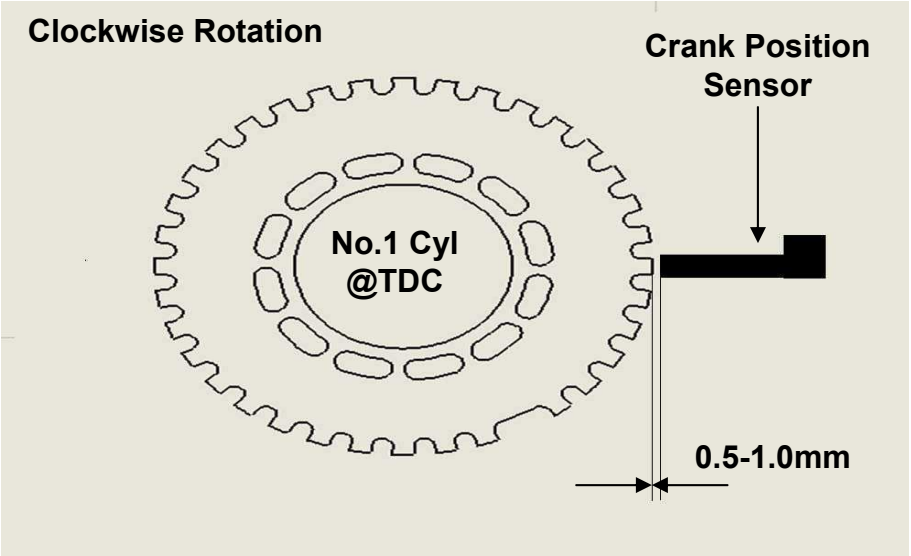

Fig. 3: TRIGGER WHEEL SETUP
6. Locate trigger wheel on central spigot on damper assembly ensuring the missing tooth is exactly 60 degrees or 6 teeth *after* the crank sensor centre point (clockwise rotation), Mark this position carefully with a scribe line and remove trigger wheel from damper. See fig. 3.
8. Double check dowel/ roll pin location and position of missing tooth on trigger wheel. Ensure the engine is still located at TDC on No1 cylinder. See fig.3.
12. Rotate engine carefully whilst checking the clearance between the crank sensor and the edge of the trigger wheel teeth. The air gap between sensor and trigger teeth should be less than 0.5mm and run-out should not exceed 0.25mm. See fig. 3.
14. Double check the adjustment of the crank sensor and sensor bracket. The crank sensor centre point should align with the centre of the 6th tooth *after* the missing tooth. (See fig. 3)
10. Carefully trial-fit the damper/ trigger wheel/ balancing rim assembly on the crankshaft and adjust the trigger wheel position until the missing tooth on the trigger wheel is exactly 60 degrees or 6 teeth after the crank sensor centre point (clockwise rotation), Mark this position carefully with an accurate scribe line. See fig. 3.
11. Check that the engine is still positioned at TDC on No.1 cylinder and that the missing tooth is positioned 6 teeth after the crank sensor as in fig. 3. Check all scribe lines are correct.
13. Double check dowel/ roll pin location and position of missing tooth on trigger wheel. Ensure the engine is still located at TDC on No1 cylinder. (See fig.3)
18. Double check the adjustment of the crank sensor and sensor bracket. Rotate engine carefully whilst checking the clearance between the crank sensor and the edge of the trigger wheel teeth. The air gap between sensor and trigger teeth should be less than 0.5mm and run-out should not exceed 0.25mm. See fig. 3.